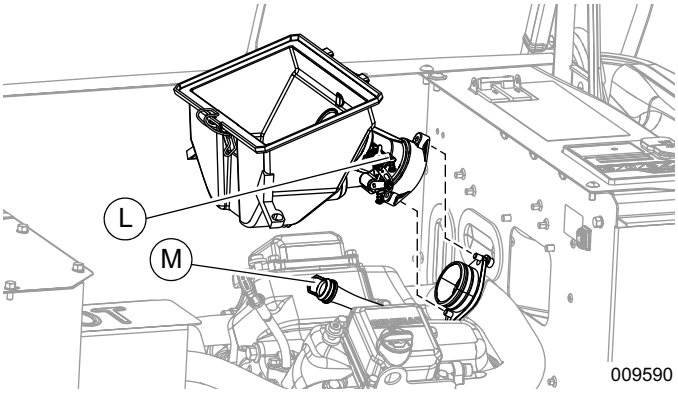

Figura 9. Extracción del mezclador (Serie 500/1000)
4. Consulte la ***Figura 9***. Retire los tornillos que sujetan el mezclador al colector de entrada (acceso a los tornillos detrás del panel divisor). Coloque a un lado el mezclador y la base de la caja de aire (L), con los cables aún conectados al mezclador, para que la manguera del respiradero quede visible (M).